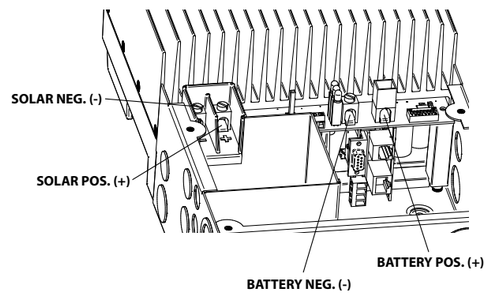

Figure 3-14. Power Terminal Locations
Connect the four (4) power conductors shown in Figure 3-14 as described in the following steps:
7. Connect the battery (+) wire to the battery (+) terminal on the TriStar MPPT 600V. The battery (+) terminal has a red cover. See Figure 3-14.
8. Connect the battery (-) wire to the battery (-) terminal on the TriStar MPPT 600V. See Figure 3-14.
9. Replace cover, and secure with four (4) screws.